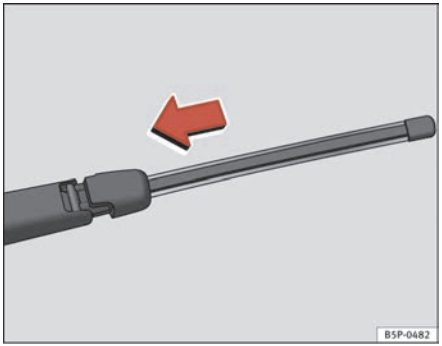

Fig. 180 Fit the rear window wiper blade
– Place the blade as shown in the ⇒ page 230, fig. 180 and slide the adapter along until it engages.